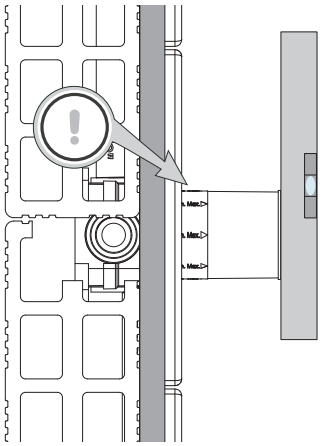
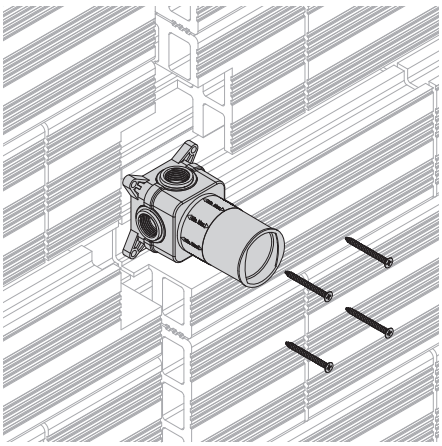

fig. 2
fig. 3
Posizionare il corpo incasso sul muro grezzo verificando che il corpo sia perfettamente in bolla (fig.1).Verificare che le quote della parete finita rientrino nelle misure MIN e MAX indicate sul rubinetto (fig.2). Nel caso si verifichi che la quota finita della parete sia superiore alla
che la quota finita della parete sia inferiore alla quota MIN, fare un incasso sulla parete raggiungendo la quota indicata. Procedere con il fissaggio del corpo con le viti incluse nella confezione (fig.3).
Place the built-in part on the unfinished wall, making sure the concealed valve is level (fig.1) Verify that the measurement of the finished wall are within the MIN and MAX measurements indicated on the tap (fig.2). If the finished wall measurement is greater than the MAX measurement, fit a spacer under the fixing base of the concealed valve to reach the indicated measurement. If the finished wall measurement is less than the MIN measurement, make a recess in the wall to reach the indicated measurement. (fig.3).
Positionner le corps à encastrement sur le mur brut en vérifiant que la dimension du mur fini soit comprise dans les dimensions MINI et MAXI indiquées sur le robinet (2). Dans le cas où la dimension finie du mur serait supérieure à la dimension MAXI, insérez une épaisseur sous la base de fixage du corps à encastrement pour atteindre la dimension indiquée. Dans le cas où la dimension finie du mur serait inférieure à la dimension MINI, faire un renfoncement dans le mur pour atteindre la dimension indiquée. Procéder à la fixation du corps avec les vis incluses dans le paquet (fig.3).
Den Einbaukörper an der unverputzten Wand positionieren und dabei sicherstellen, dass er waagerecht ist (Fig. 1). Versichern Sie sich auch, dass sich die Maße der verputzten Wand innerhalb der auf dem Hahn angegebenen MIN. und MAX.-Maße bewegen (Fig. 2). Falls festgestellt wird, dass das Maß der verputzten Wand höher als das MAX.-Maß ist, ein Distanzstück unter die Befestigungsbasis des Einbaukörpers einfügen, um das angegebene Maß zu erreichen. Falls festgestellt wird, dass das Maß der verputzten Wand niedriger als das MIN.-Maß ist, eine Versenkung in der Wand vorsehen, um das angegebene Maß zu erreichen. Den Einbaukorper mit den vorhandenen Schrauben fixieren (Fig. 3).
Colocar el cuerpo empotrado en la pared controlando que esté perfectamente nivelado (fig. 1). Controlar que las medidas en la pared acabada respeten las medidas MÍNIMA y MÁXIMA indicadas en el grifo (fig. 2). Si la medida final de la pared supera la medida MÁXIMA, hay que insertar un espesor debajo de la base de fijación del cuerpo empotrado hasta alcanzar la medida indicada. En el caso de que la medida final de la pared sea inferior a la medida MÍNIMA, hay que realizar un hueco en la pared hasta alcanzar la medida indicada. Fijar el empotre con los tornillos suministrados (fig. 3).
Установить встроенную часть на необработанную стену, убедившись, что встроенная часть расположена идеально ровно (рис.1). Проверите, чтобы отметка готовой стены с отделкой не выходила за пределы контрольных отметок MIN и MAX , указанные на смесителе(рис.2). Если обнаружится, что отметка готовой стены меньше минимальной, сделать углубление в стене, достигнув требуемой отметки. Зафиксировать встроенную часть винтами, которые идут в комплекте(рис.3).